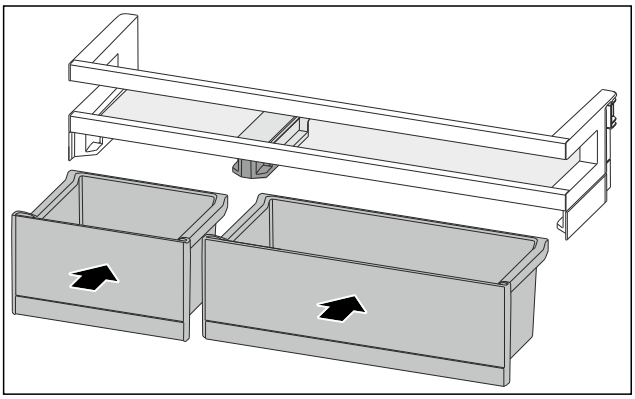

Fig. 94
▶ Insert the VarioBoxes in reverse order. (see Fig. 94)